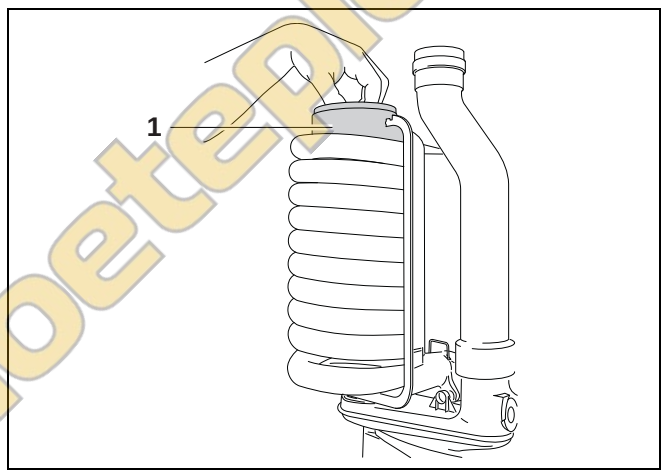

Рис. 48 Удаление вытеснительного поршня дымовых газов
- Удалите вытеснительный поршень из теплообменника (→ рис. 48, [1]).